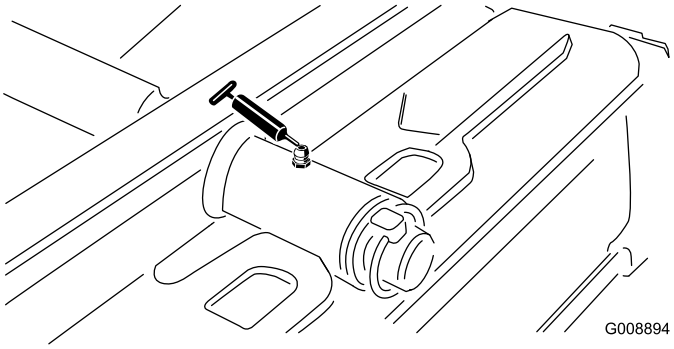

Rysunek 50
- Oś tylnego zespołu tnącego (Rysunek 50)